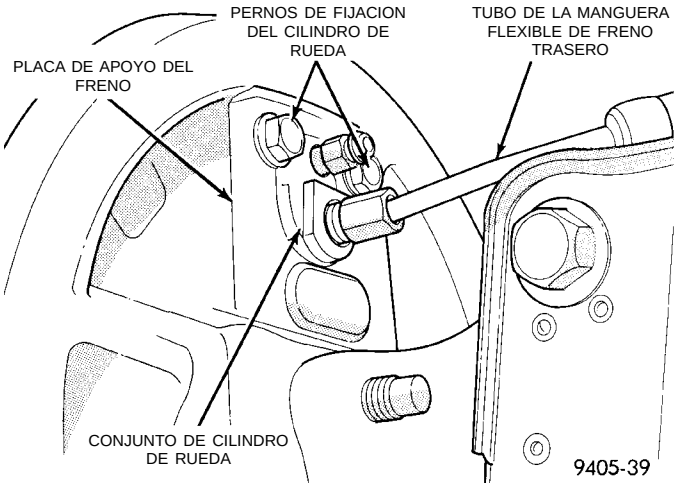

Fig. 92 Tubo de la manguera flexible de freno en el cilindro de rueda
(5) Retire las zapatas de frenos traseros de la placa de apoyo del freno. Para informarse sobre el procedimiento correcto de desmontaje del conjunto de la zapata de freno, consulte Zapatas de frenos traseros en la sección Desmontaje e Instalación de este grupo del manual de servicio.
(6) Desconecte el tubo de la manguera flexible de freno trasero del cilindro de rueda (Fig. 92).